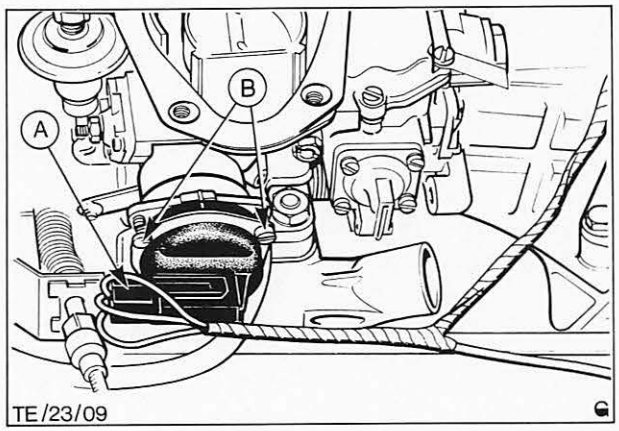

Abb. 163A Gehäuse – elektrische Startautomatik
4. Kabelstecker vom Thermostatgehäuse abziehen, Abb. 163A.
5. Schrauben (3) entfernen und Thermostat – Startautomatik abbauen, Abb. 163A.